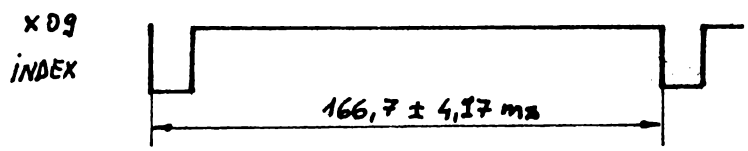

Fig.12. Verificare viteză de rotaţie.
- se măsoară cu osciloscopul în punctul de test X09, timpul între două impulsuri de index (vezi fig.12)